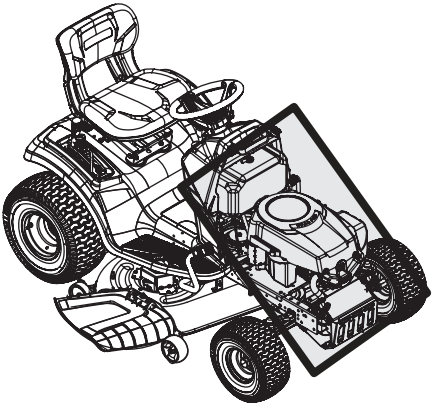

Fig. 32
- Nettoyez les pièces sous le capot: le collecteur d'échappement et les fusibles, le câblage électrique et les faisceaux, le tuyau du silencieux, le pare-chaleur du silencieux, les grilles d'entrée d'air du moteur et les ailettes de refroidissement, entre autres (Fig. 32).